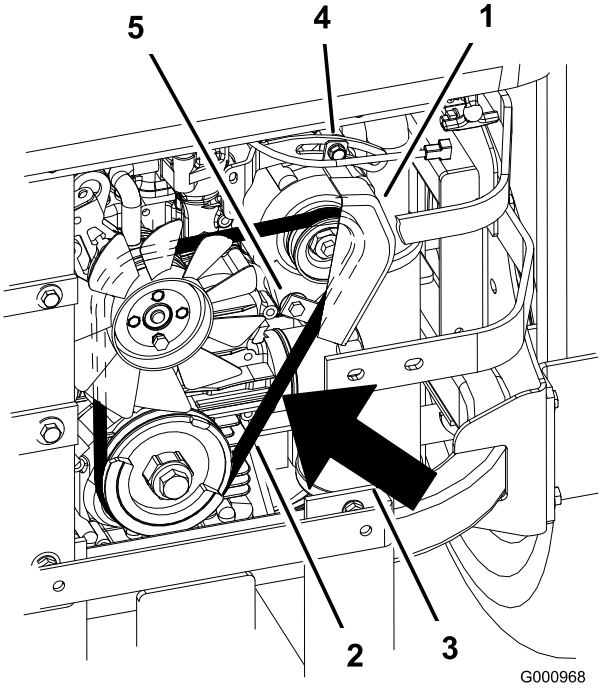

Figur 75
2. Justera generatorn mot utsidan tills remmen har en nedböjning på 7–9 mm mellan motorn och generatorremskivorna med 10 kgf kraft (Figur 75).
5. Dra åt den nedre och övre bulten om nedböjningen är korrekt (Figur 75).